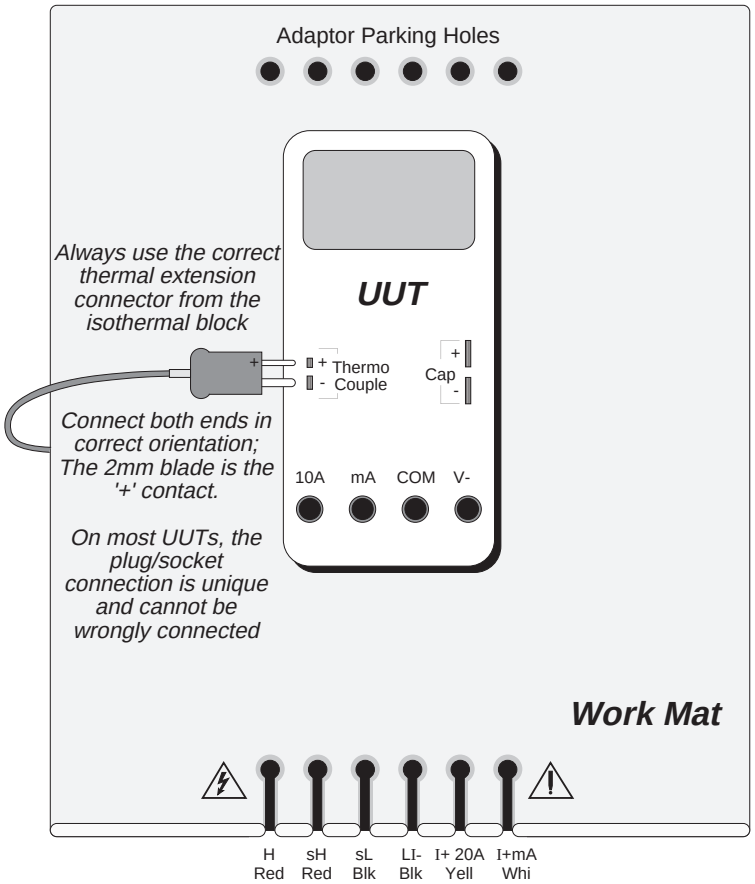

Fig. 4.14.2 Interconnections for Thermocouple UUT Calibration
The general connection scheme for UUT calibration is illustrated in *Fig. 4.14.2*. Always use the correct extension cable from the thermocouple socket on the isothermal block to the UUT thermocouple input. Observe the correct polarity, otherwise spurious junctions may be set up.
1. **Connections** — Connect the 9100 to the UUT as shown in *Fig. 4.14.2*, and ensure that both instruments are powered ON and warmed up. Ensure that the CJC pod fitted to the leadset connection block (or 9100 front panel) is the same unit that was calibrated together with the 9100 unit in use.